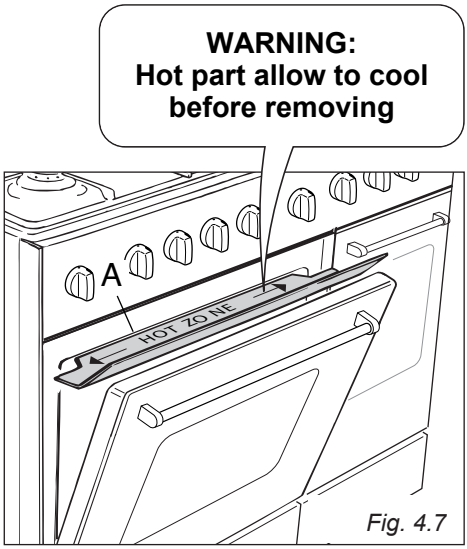

Fig. 4.7
IMPORTANT: The grill must always be used with the oven door ajar and with shield "A" mounted (fig. 4.7).
Do not close the oven door completely. The grill must always be used with the oven door slightly open and with shield "A" mounted (fig. 4.7).
Very important: the grill must always be used with the oven door slightly open and with shield "A" mounted (fig. 4.7).
- It is important that the heat shield is fitted the correct way up, as shown in the figure 4.7.